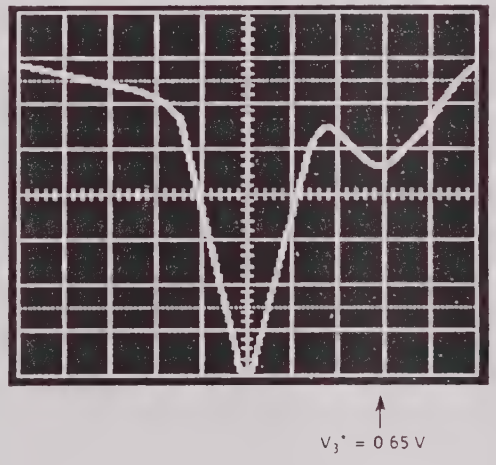

Fig. 5-5 Typical oscillograms of the output siganl at X101 (RFO REF) after adjusting the pulse blanking divider
- Adjust V_1 (amplitude of main pulse, see Fig 5-5) for maximum using AMPLITUDE (C442).
- Adjust V_3 (amplitude of second adjacent pulse, see Fig. 5-5) for V_3/V_1 = 0.25 ± 0.05 using DELAY (R434).